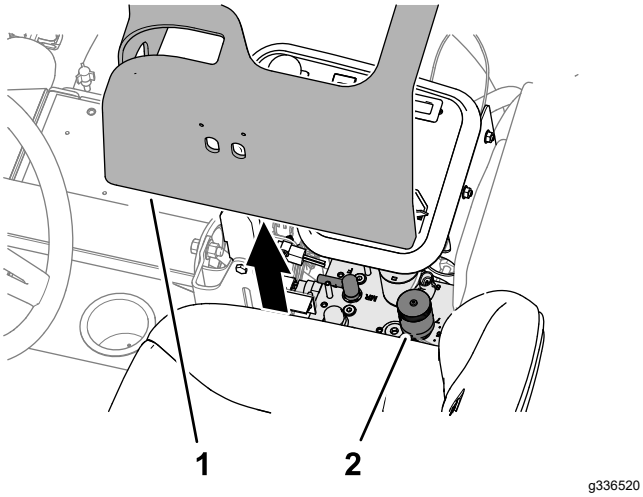

**Figur 49**
2. Lyft upp kåpan från reglagearmen (Figur 49).